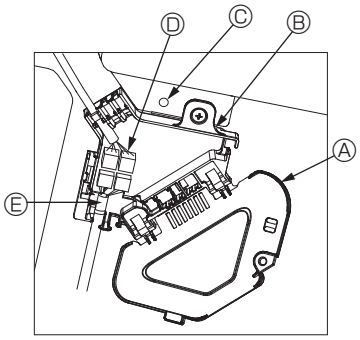

Fig. 10-8
① Remove the one screw securing the connector box cover, and then open the cover.
② Securely connect the junction wire connector of the vane motor and the panel vane motor wire connector in the connector box. (Fig. 10-8)